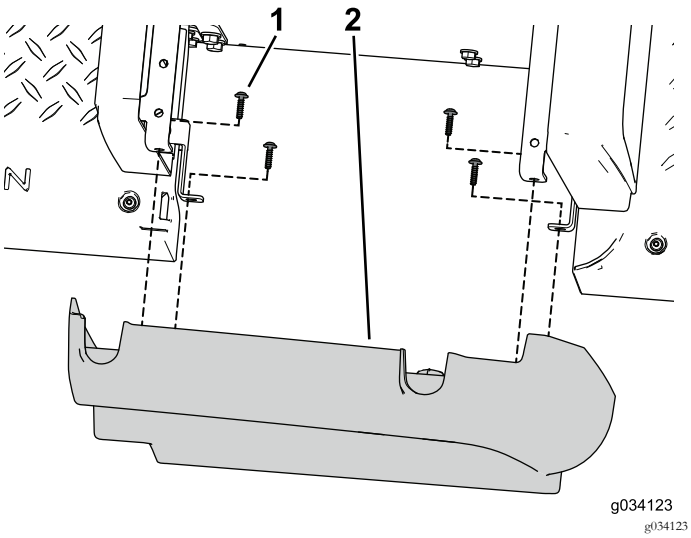

Figure 43
1. Utilisez les 8 vis autotaraudeuses (3/32" x 7/8") pour fixer les panneaux latéraux gauche et droit du kit sur les panneaux de socle de siège avant (Figure 43).